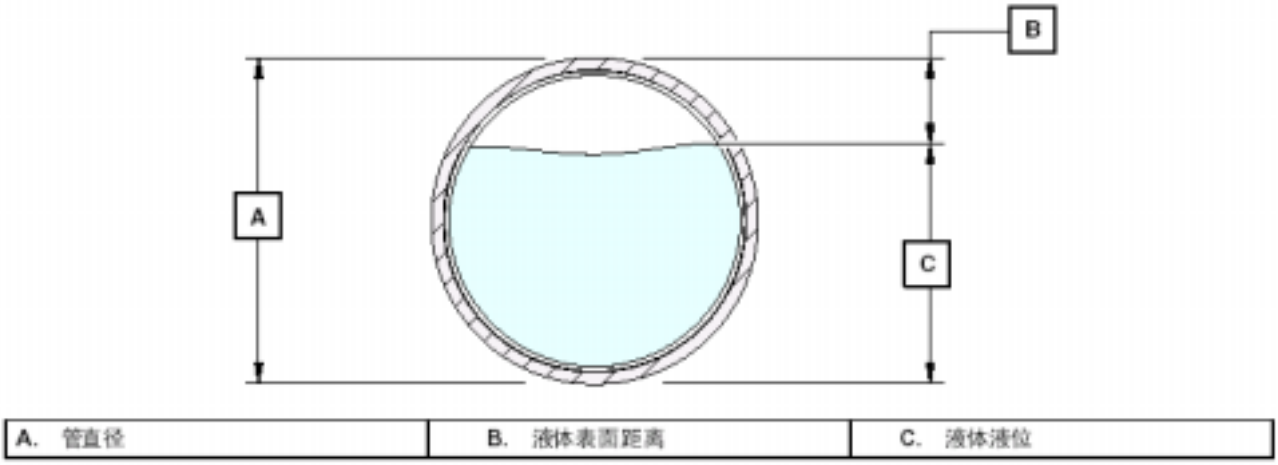

图22 水位测量
2. 测量液体表面至管顶的距离(B in Figure 22)，再从管直径中减去 (A in Figure 22)得到管中实际液位 (C in Figure 22)。